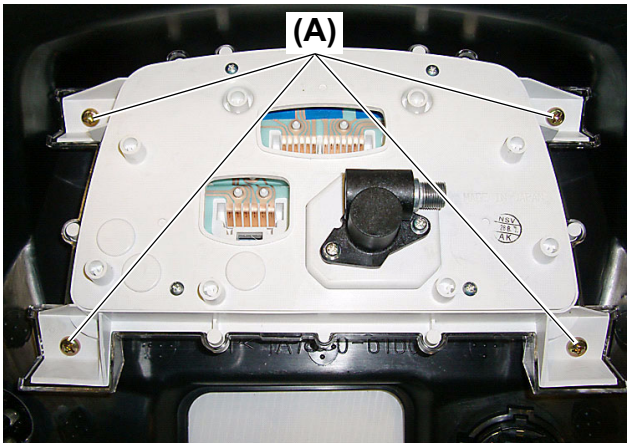
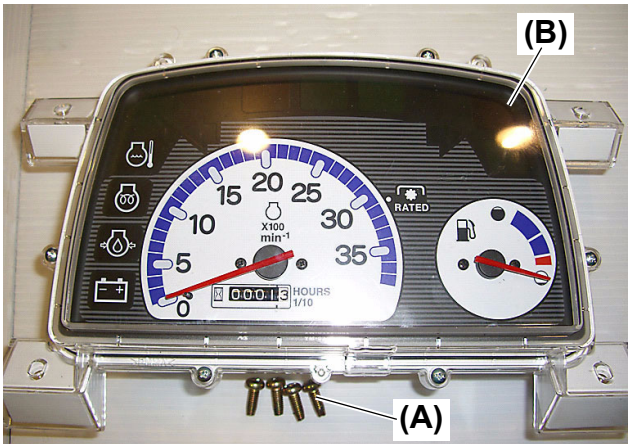

Fig. 2
Fig. 3
1. Separate the instrument panel **(Fig. 3, (B))** by removing the four (4) M6 × 16 mm (L: 0.64 in.) screws **(Fig. 2, 3, (A))** at the back of the instrument panel.